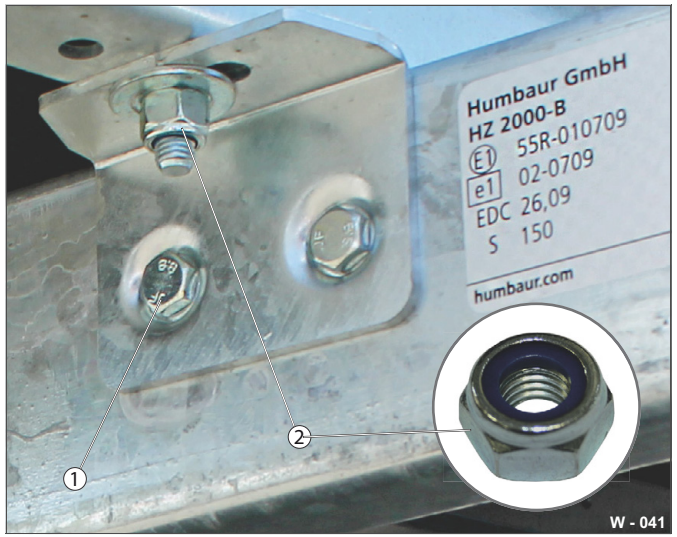

Abb. 6 Pevnost/provedení
- ▶ Viz údaje o šroubových spojích (označení 8.8 nebo 10.9) Příklad viz (Abb. 6/1).
- ▶ Používejte samopojistné matice (Abb. 6/2) pouze jednou – upínací účinek plastového kroužku se při dalším použití snižuje.